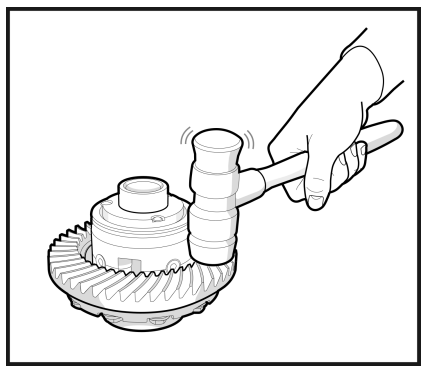

Рис. 11
2.8 Установите ведомую шестерню на корпус блокировки, совместив её резьбовые отверстия с отверстиями корпуса. Если это необходимо, используйте молоток с резиновым, пластиковым или медным бойком. (**Рис. 11**)